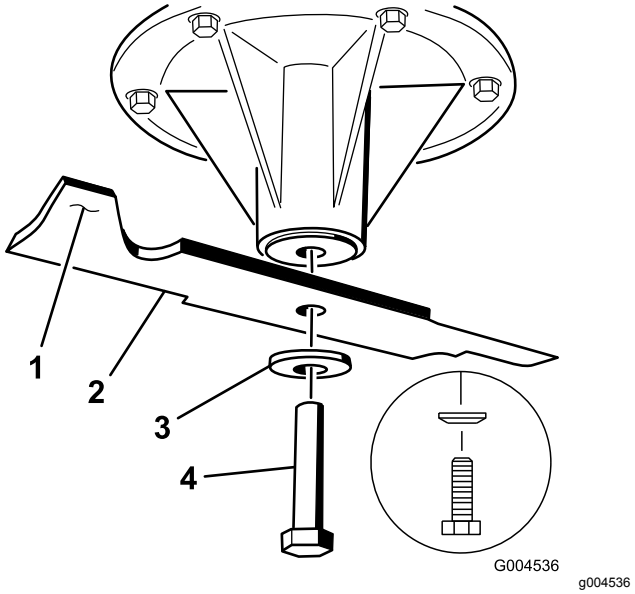

Figuur 110
2. Verwijder de mesbout, de klemring en het mes van de spilas (Figuur 110).